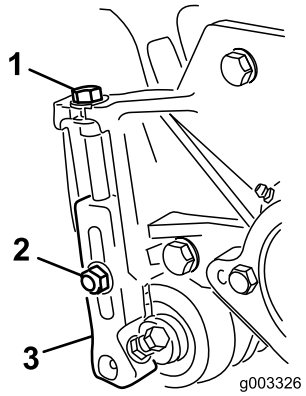

Figuur 15
1. Draai de borgmoeren los waarmee de maaihoogtearmen zijn bevestigd aan de zijplaten van het maaidek (Figuur 15).